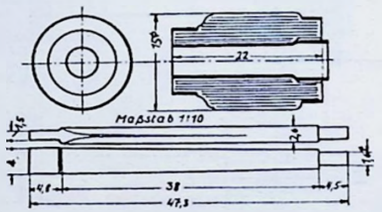

Abb. 81.
10. Kutschwagen-Rad (Abb. 81).